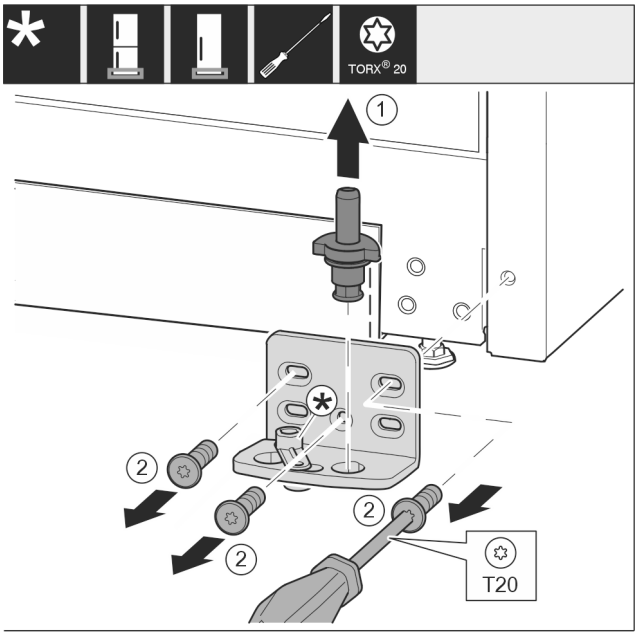

Fig. 12
▶ Ležajni sornik *Fig. 12 (1)* v celoti izvlecite v smeri navzgor.
▶ Odvijte vijake *Fig. 12 (2)* z izvijačem in snemite ležajni podstavek.